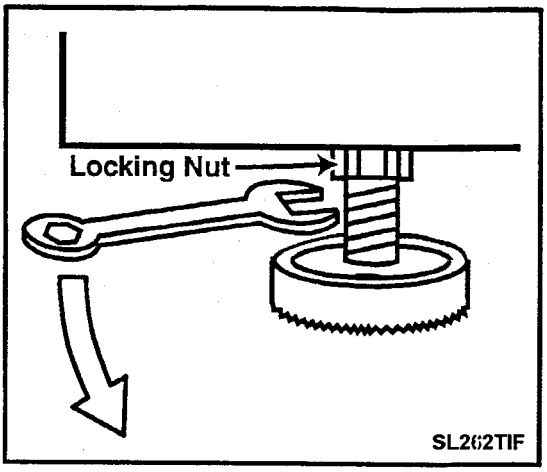

Figure 1-3
5. While holding foot still, turn the adjusting locknut clockwise until the nut is tightened firmly against base ***(Figure 1-3).***